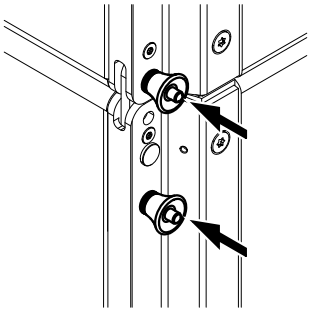

Abb. 2: SUB zu SUB, 0° Öffnungswinkel
b. SUB zu SUB mit 0° Öffnungswinkel zwischen den Lautsprechern (⇒ Abb. 2).